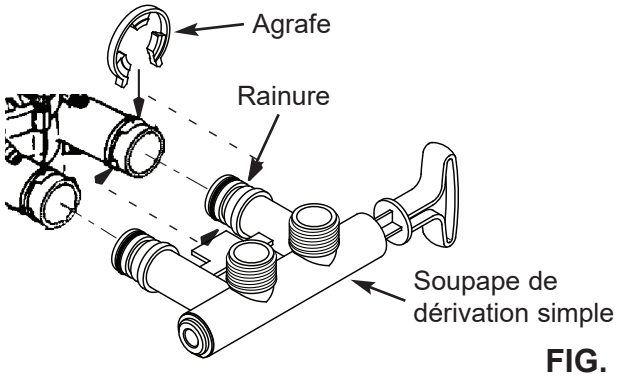

FIG. 11
5. Poussez la soupape de dérivation simple dans la soupape de l'adoucisseur jusqu'à ce que vous sentiez une résistance. Enclenchez deux grosses agrafes de fixation en place en procédant du dessus vers le bas comme cela est indiqué dans les figures 11 et 12.